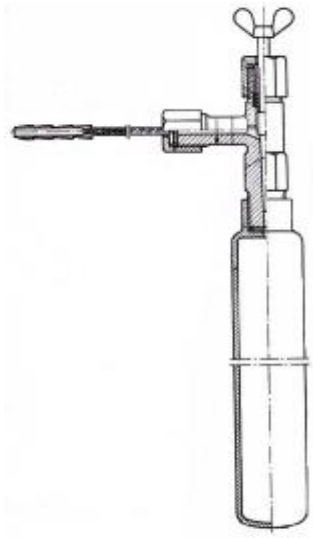

Rys. 21 . Próbnik stalowy
- pojemnik stalowy do pobierania próbek gazu o wysokim ciśnieniu, np. do 3 MPa, w przypadku odwiertów gazowych (rys. 21).